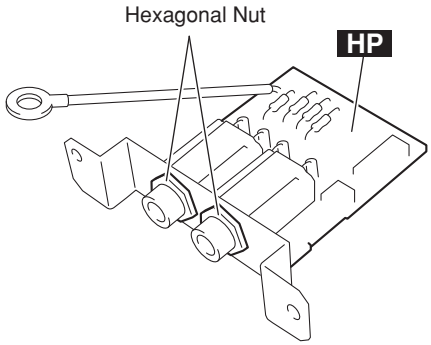

Fig.8
5. Remove the two (2) hexagonal nuts. The HP circuit board can then be removed. (Fig.8)